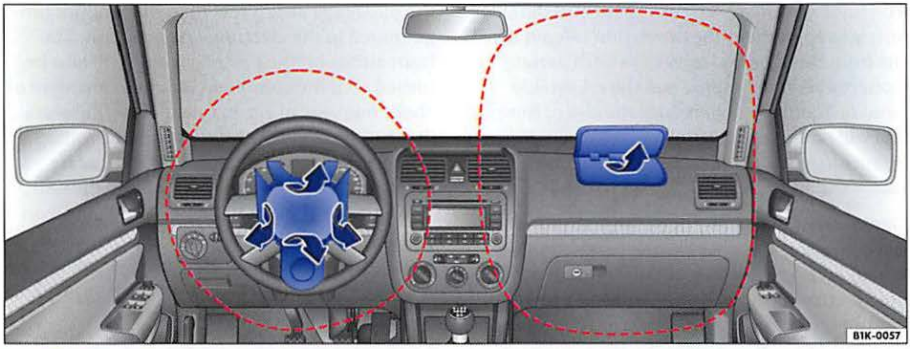

Fig. 23 Front airbag deployment zone
The areas outlined in red (dotted lines) ⇒ fig. 23 indicate the airbag deployment zone. Never place or attach accessories or other objects (such as cup holders, telephone brackets, large, heavy or bulky objects) on the doors, over or near the area marked in red (dotted lines) ⇒ ⚠.
- **Never place or attach accessories or other objects (such as cup holders, telephone brackets, large, heavy or bulky objects) on the doors, over or near the area marked "AIRBAG" on the steering wheel, instrument panel, seat backrests or between those areas ⇒ page 38, fig. 23 and yourself. These objects could cause injury in a crash, especially when the airbags inflate.**